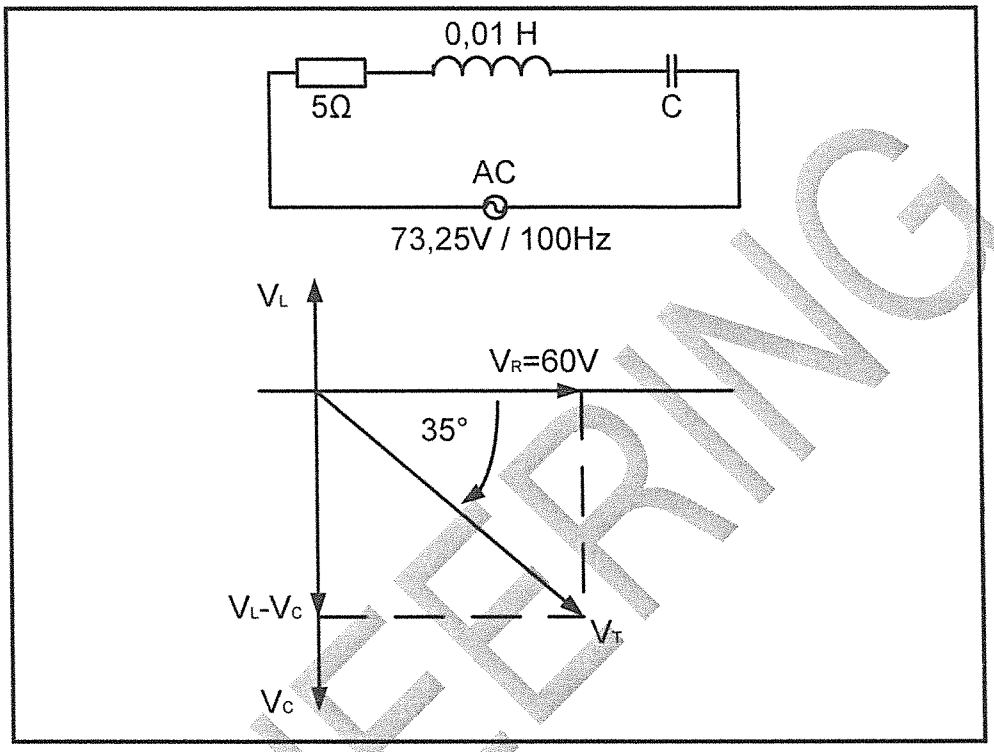

FIGURE 5.1: RLC CIRCUIT
5.1 Study the circuit in FIGURE 5.1 and answer the questions.